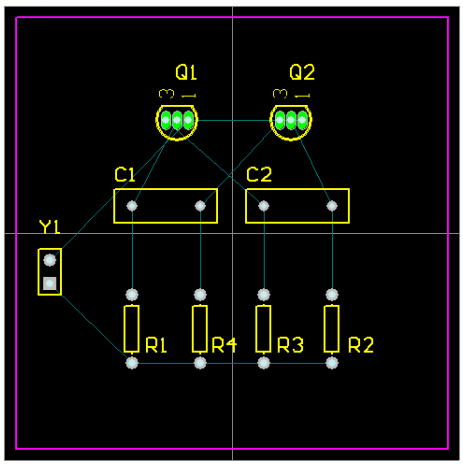

図 5. 部品が配置されたボード
4. コネクタをドラッグ中に **SPACEBAR** を押すと、コネクタが 90° ずつ回転し、図 5 のようにボードの左端に配置することができます(部品が、ボードの内側に配置されていることを確認します)。
6. 図 5 を参考にして残りの部品を配置します。部品を回転する必要があれば、**SPACEBAR** を使用します。接続ラインは、部品を移動すると自動的に最適化が行われます。